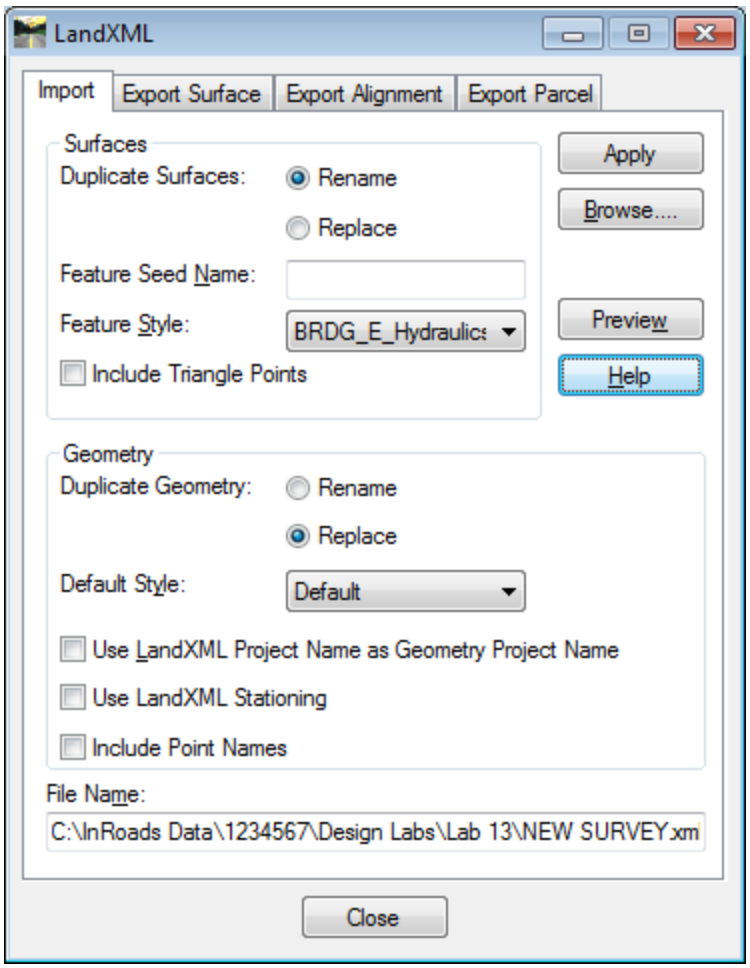

Figure L13-12 LandXML
31.	**Make the Import tab the active tab.** • Click on the **Impor**t tab. **In the Geometry Frame – input in the following:** • In the **Duplicate Geometry:** radio button – select ***Replace***. • Leave all other entries as Default. • Click the **Browse** button and navigate to **C:\InRoads Data\1234567\Design Labs\Lab 13**. • Select the File **'NEW SURVEY.xml'** and click **Open**. • Verify your entries match those shown in *Figure L13-12*.